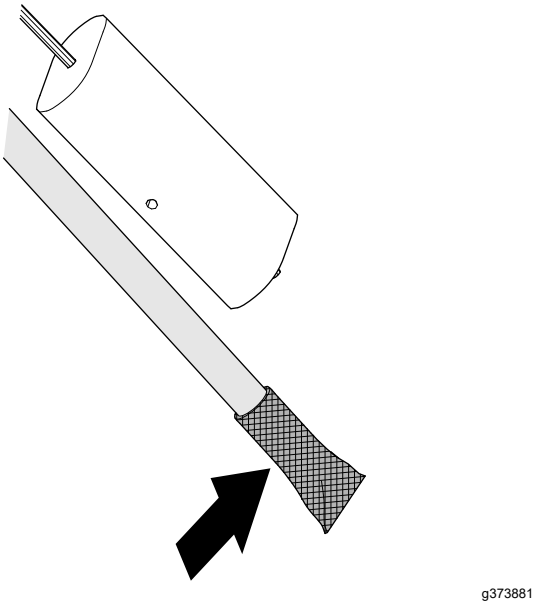

Figuur 122
1. Reinig het scherm aan het uiteinde van de brandstofaanzuigbuis (Figuur 122).